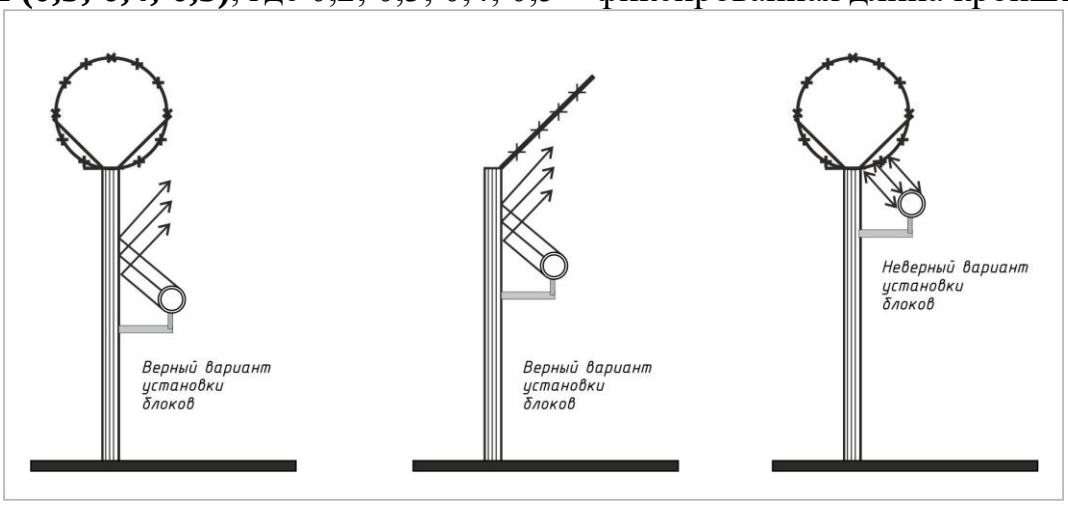

Рис. 4.8 Рис. 4.9 Рис. 4.10
4.2.5 При установке блоков извещателей на заграждении, по верху которого размещены барьеры безопасности в виде колючей проволоки (ленты), либо армированной скрученной колючей ленты (АСКЛ), необходимо определить оптимальную высоту установки блоков. Элементы колючей проволоки создают отражения, которые оказывают влияние на формирование ЗО и увеличивают количество ложных срабатываний извещателя. На рис. 4.8 и 4.9 показаны правильные варианты установки блоков вблизи АСКЛ. Отраженный от вертикальной плоскости заграждения сигнал с наклонной поляризацией не попадает в БПРМ и не приводит к ложным срабатываниям. На рис. 4.10 показан неверный вариант установки БПРМ и БПРД извещателя. Сигнал, отраженный от АСКЛ, попадает в БПРМ, что может приводить к ложным срабатываниям. Отраженный от АСКЛ сигнал с наклонной поляризацией попадает в БПРМ с той же поляризацией, что может приводить к ложным срабатываниям извещателя.